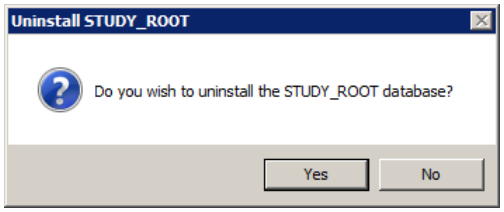

Figure 2-35 Uninstall STUDY_ROOT Database
6. A dialog box will open to confirm the removal of the STUDY_ROOT database. Click *Yes* to uninstall (Figure 2-35).